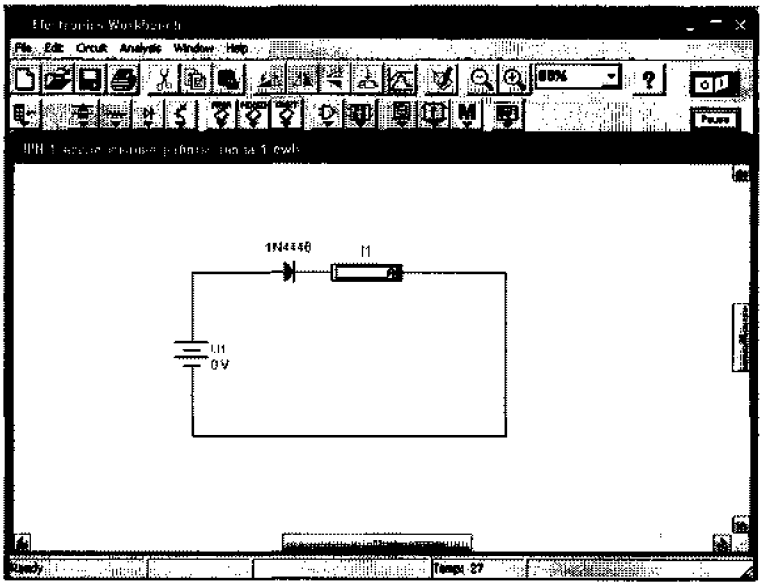

Рис. 2. Схема для исследования прямой ветви ВАХ диода
4.1. На схеме (рис. 2) наведите курсор на источник постоянного напряжения (батарею) U1($U_{пр}$).